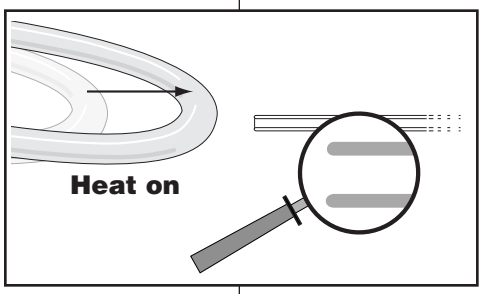

Figure 6b – *Fire polished tip*
d. Press RUN/MEM and observe the expansion movement of the filament. Determine the appropriate Heat setting and then fine-tune the position of the tip. Note the distance between the pipette and the filament; this will be needed to reproduce an identical pipette. A minimal change in the shape of the tip will result typically yield good polishing results (**Fig. 6b**).